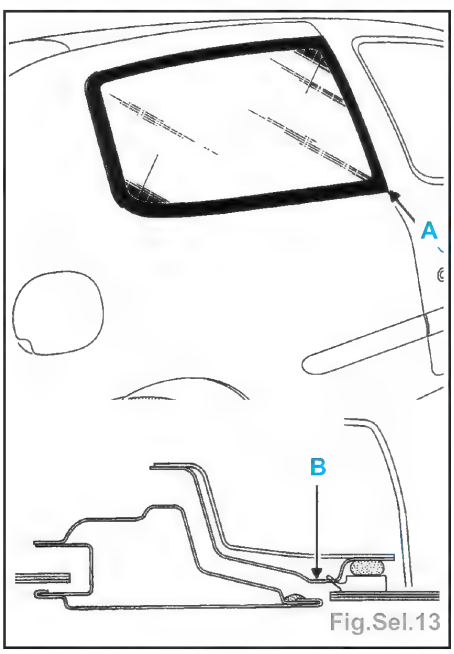

Fig.Sel.13
Nota : Le câble ne peut être inséré que dans le coin (A) de la glace. En effet, le pied milieu comporte un épaulement (B) qui rend impossible le passage du câble dans le reste de cette zone (Fig.Sel.13).